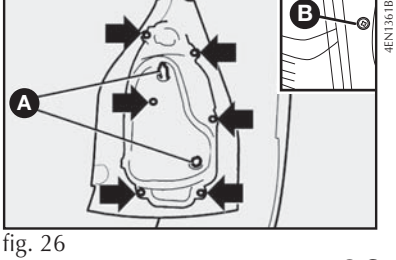

fig. 26
1) por dentro do porta-malas, soltar as porcas **A-fig. 26**;
4) retirar o conjunto de lâmpada removendo os parafusos indicados pelas setas **fig. 26**;